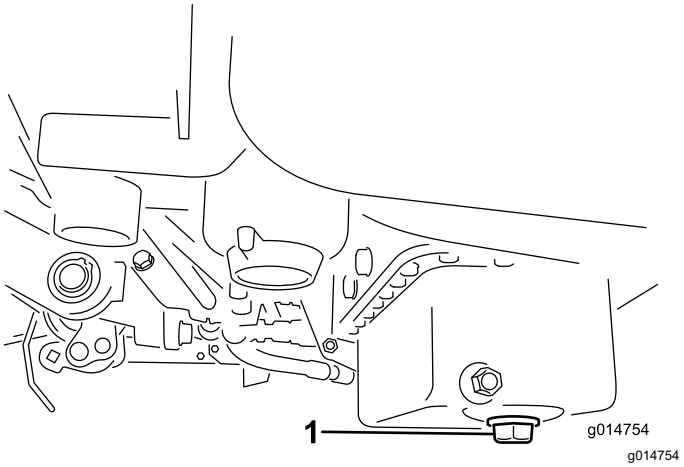

Figura 32
1. Retire el tapón de vaciado y deje fluir el aceite a un recipiente apropiado. Cuando el aceite deje de fluir, coloque el tapón de vaciado (Figura 32).